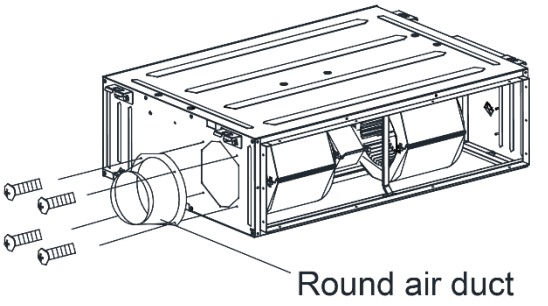

Fig 9.4.9
(2)Install the round flange so that the fresh air duct can be connected as Fig 9.4.9